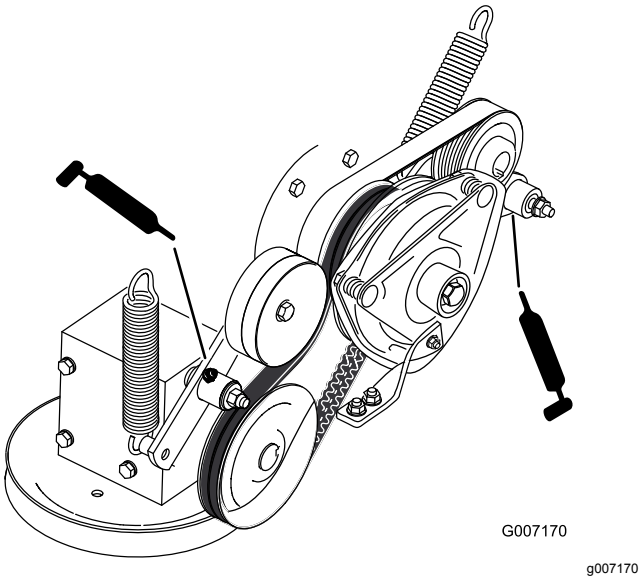

Figur 53
8. Smør lederullarmen til kraftuttakets drivrem (Figur 53).
9. Smør lederullarmen på pumperemmen (Figur 53).